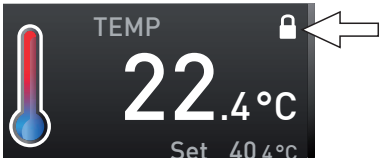

Fig. 28 Regolazione della temperatura sull'apparecchiatura bloccata (esempio)
Quando le opzioni di impostazione sono bloccate, nel rispettivo indicatore appare il simbolo di un lucchetto (Fig. 28).
4. Rimuovere la chiavetta USB. I parametri bloccati sono evidenziati ora dalla presenza dell'icona di un lucchetto nel rispettivo indicatore (Fig. 28).